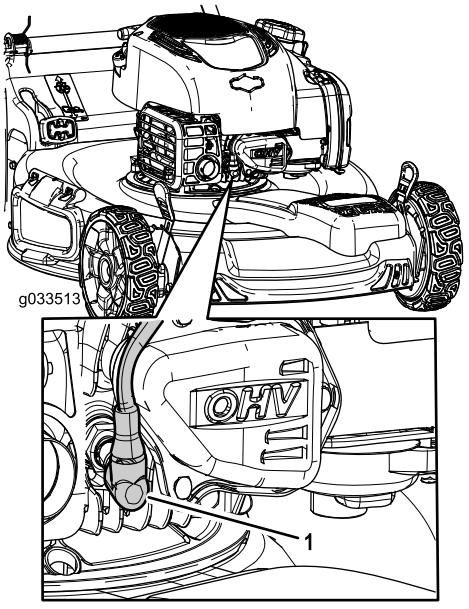

Figur 30
2. Kobl tændrørskablet fra tændrøret (Figur 30), før du udfører nogen form for vedligeholdelsesarbejde.